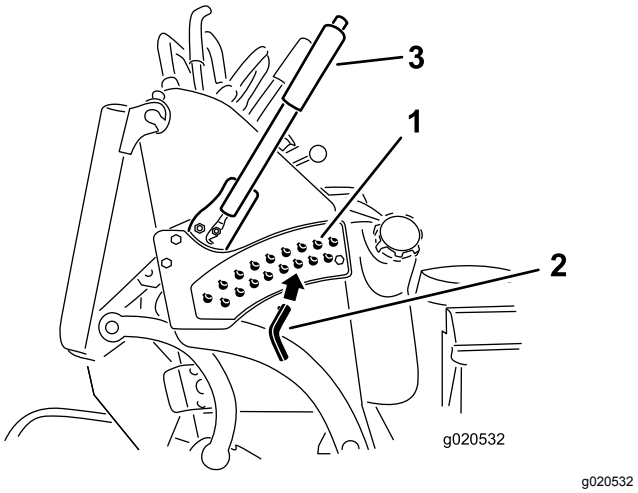

Rysunek 28
3. We wsporniku wysokości cięcia wybierz otwór odpowiadający żądanej wysokości cięcia i włóż do niego sworzeń (Rysunek 28).
4. Naciśnij przycisk na górze i opuść dźwignię wysokości koszenia do sworznia (Rysunek 28).